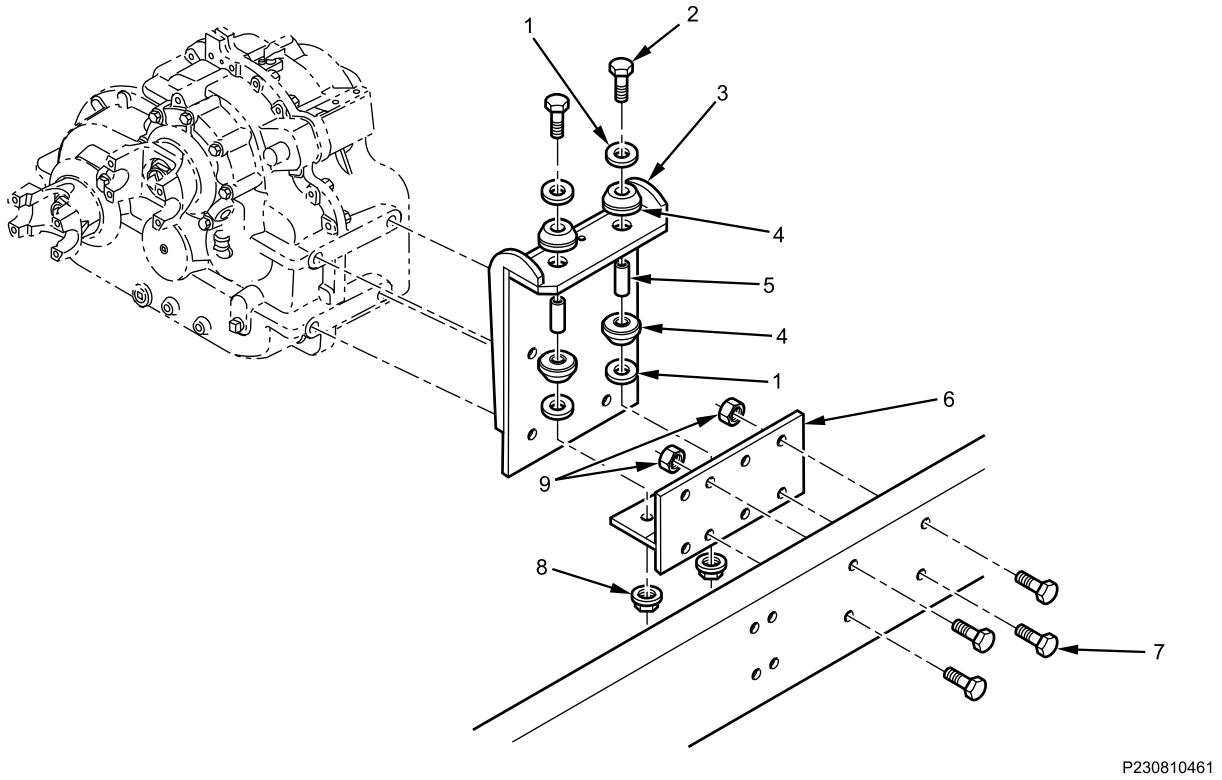

Figure 3. Transfer Case Mount.
1. With assistant, install transfer case support (Figure 3, Item 6) on frame with four bolts (Figure 3, Item 7) and nuts (Figure 3, Item 9). Tighten securely.
2. Install transfer case mount (Figure 3, Item 3) on support (Figure 3, Item 6) with two bolts (Figure 3, Item 2), four washers (Figure 3, Item 1), four bushings (Figure 3, Item 4), two sleeves (Figure 3, Item 5) and two nuts (Figure 3, Item 8). Tighten nuts securely.